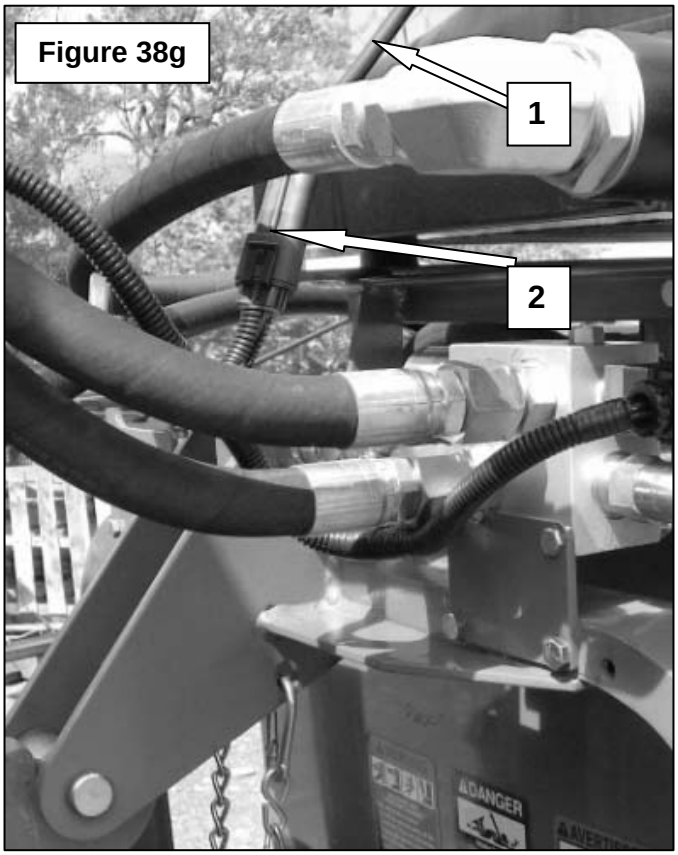

Figure 38g
7. **Figure 38g:** Connect the oil cooler fan harness (item 1) to the available connector on the hydraulic pump's wiring harness (item 2).